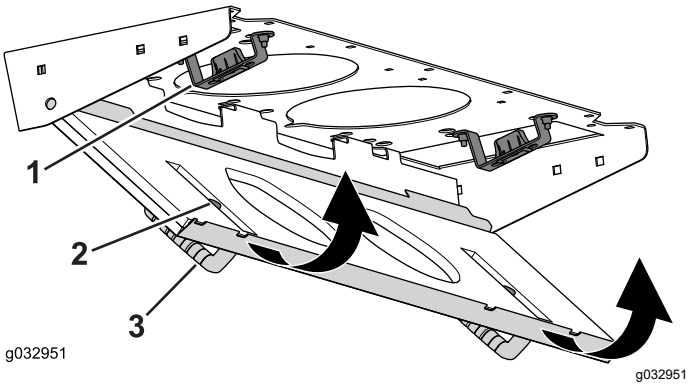

**Figura 88**
4. Ruotate lo schermo del filtro attorno alle alette fino a quando il fermo non si blocca nel gruppo del supporto del fermo (Figura 88).